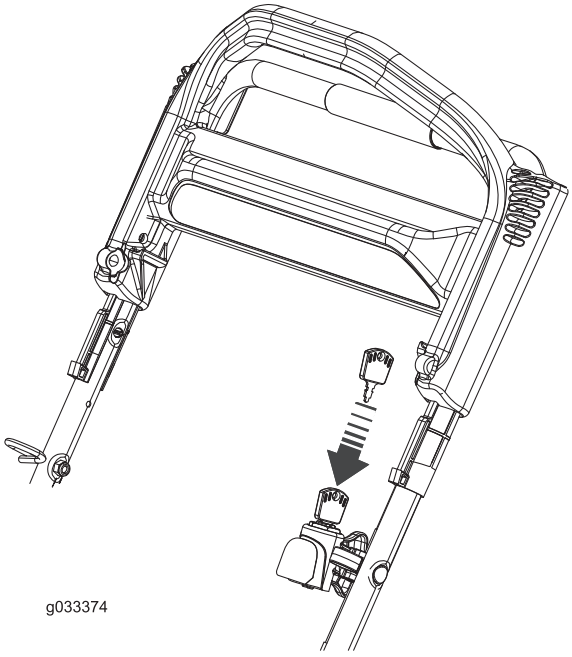
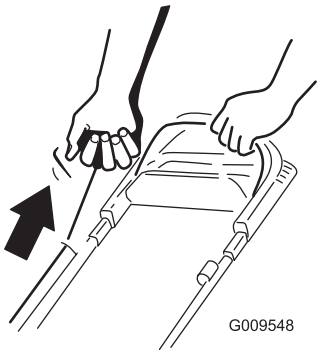

Figure 18
Figure 19
2. Insérez la clé dans le commutateur d'allumage et tournez-la (modèles à démarrage électrique uniquement ; voir Figure 18) ou tirez la poignée du lanceur (Figure 19).
Remarque: Tirez lentement la poignée du lanceur (Figure 19) jusqu'à ce que vous sentiez une résistance, puis tirez vigoureusement. Laissez le lanceur se rétracter lentement jusqu'à la poignée.